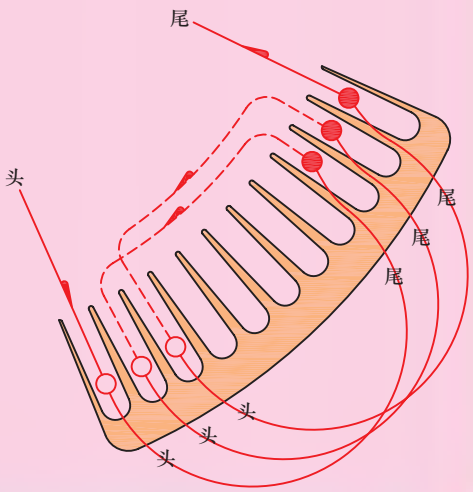

图 4-10　线圈组的头、尾（二）
4. 对于多把的线圈组，为了简洁直观，通常在图样上，只绘画线圈组两侧的头尾引线。线圈之间的过桥连线从略不画，如图 4-10 中虚线所示。